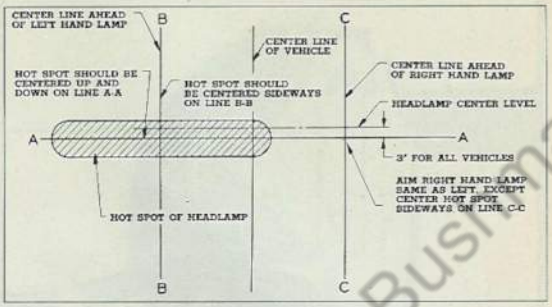

Fig. 4 Headlamp Aiming Pattern
4. Loosen support nut and aim lamp so that beam registers with horizontal line, as shown in Fig. 4. Then tighten nut securely, taking care not to change location of beam pattern on vertical surface.